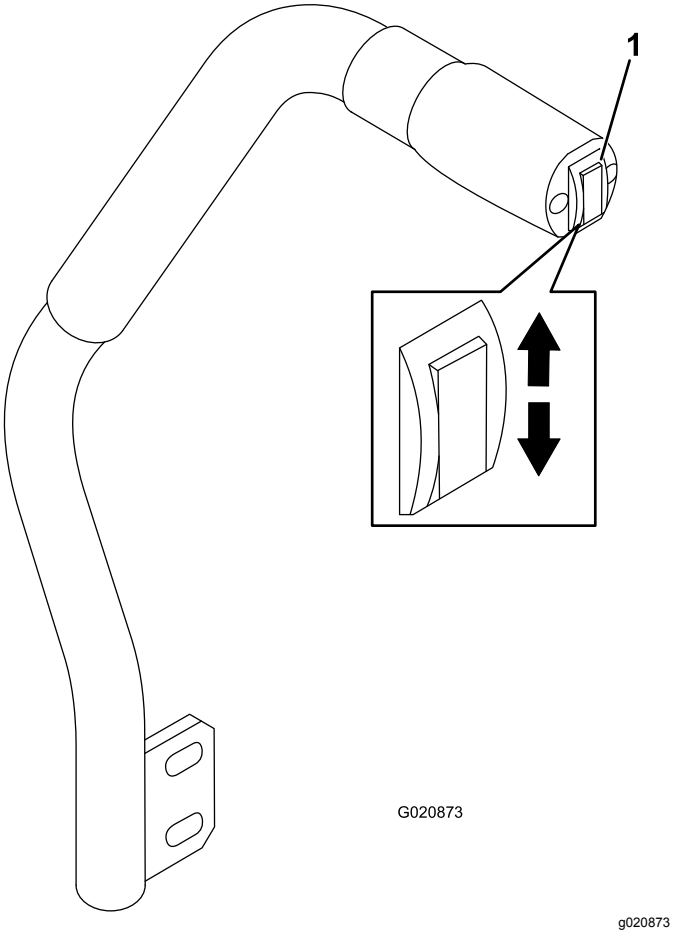

Bild 22
Mit dem Mähwerkhubhebel heben Sie die Schneideinheit an und senken Sie sie ab (Bild 22). Der Motor muss bei der Verwendung des Hebels laufen.
- Drücken Sie den Mähwerkhubschalter nach unten, um die Schneideinheit abzusenken (Bild 22).
- Drücken Sie den Mähwerkhubschalter nach oben, um die Schneideinheit anzuheben (Bild 22).
1. Drücken Sie den Mähwerkhubschalter bei laufendem Motor nach oben, bis die Schneideinheit ganz angehoben ist, und lassen Sie den **Schalter sofort los** (Bild 22).